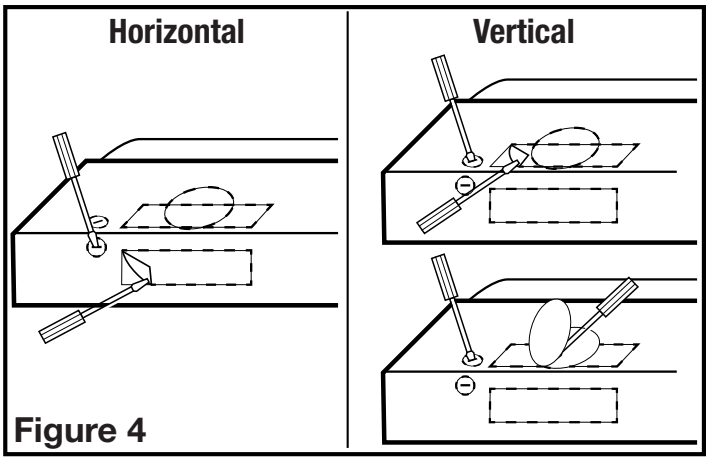

Figure 4
2a. **Horizontal or Vertical** - Remove the square knockout by inserting a screw driver under the edge and break the tabs holding it in place. Peel back with pliers **(Figure 4).**
2b. **7" Round** - Remove the round knockout located on the top of the hood by inserting a screw driver under the edge and break the tabs holding it in place. Peel back with pliers **(Figure 4)**.
3. Determine where the electrical service will enter the hood and remove the appropriate electrical knockout by inserting a screw driver into the slot and rocking back and forth until the knockout comes loose **(Figure 4).**